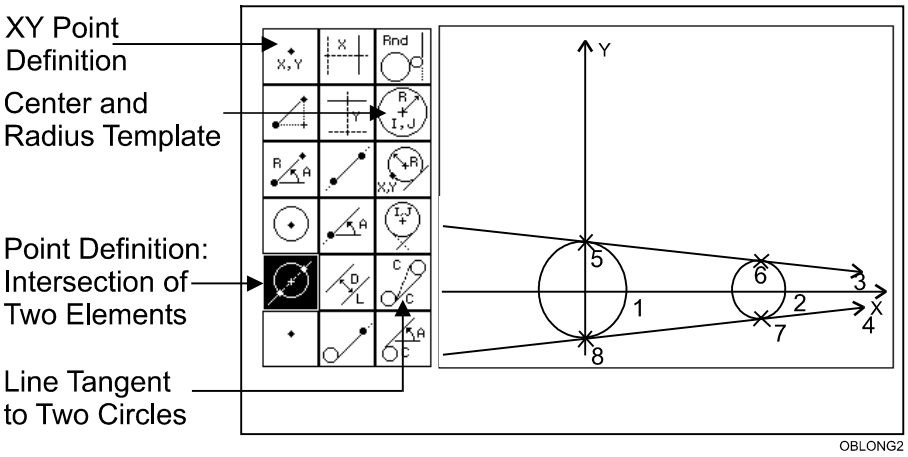

Figure 5-11, Completed Geometry Calculator Display
1. Refer to Figure 5-11, Completed Geometry Calculator Display. Activate the Geometry Calculator.
1. Refer to Figure 5-11, Completed Geometry Calculator Display.
Refer to **Table 5-7**. In the following procedure, you will recall values from the Geometry Calculator based on the preceding Geometry Calculator Example. Follow the step-by-step instructions to program each block. Refer Figure 5-11, Completed Geometry Calculator Display to for Points referenced in the procedure.